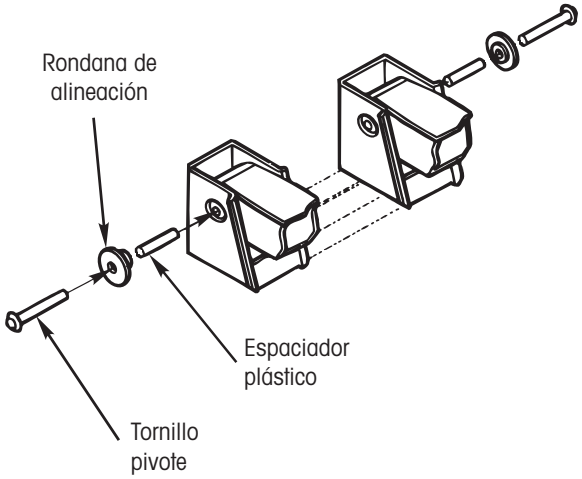

Figura 22. Instalación de la tornillería
4. Por el lado externo del remolque, inserte el tornillo a través de la percha y el buje pivote (hacia el centro del remolque) (Figura 22).